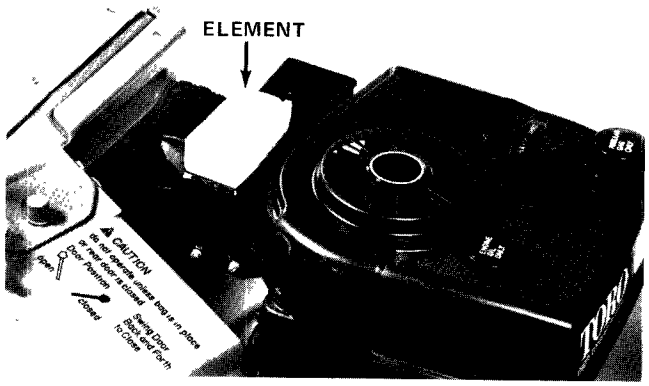

Figure 34
9. Wash air cleaner element in a liquid soap detergent and water (Fig. 34): refer to Servicing Air Cleaner, page 13.